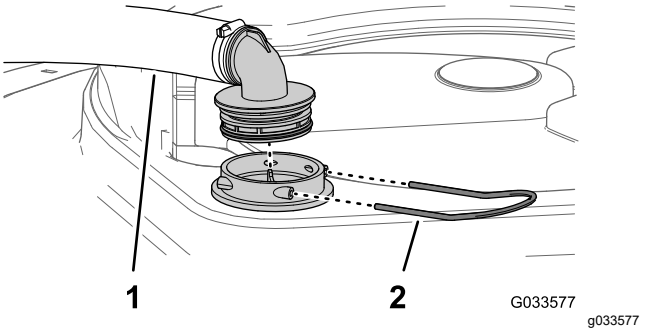

**Figur 49**
2. Ta bort hållaren som fäster slangnippeln på den stora slangen och filterkåpan på tankens ovansida (Figur 49).
3. Ta bort slangen och slangnippeln från filterkåpan (Figur 49).